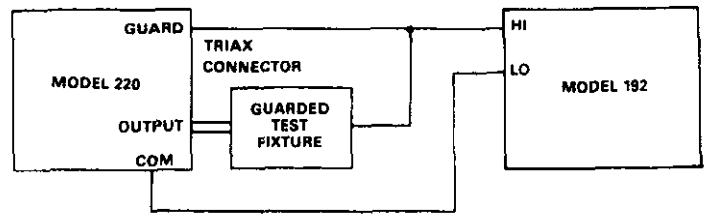

Figure 3-3. 1μA-1nA Range Verification
3. Set up the circuit shown in Figure 3-3.